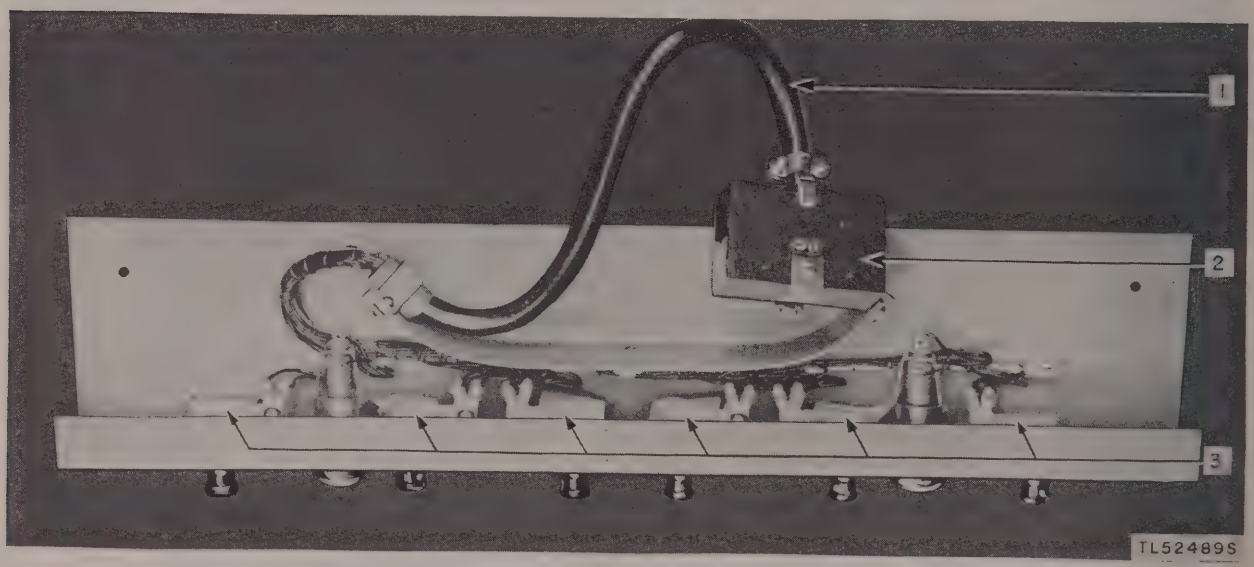

Figure 40. Teletypewriter Sets AN/TGC–1 and AN/TGC–1A, masking of signal indicator.
(12) Mask the rubber covering of the power cable attached to the signal indicator (fig. 40 (1)).
(13) Mask the contacts of the Jones plug attached to the signal indicator (fig. 40 (2)).
(14) Mask the contacts of the six switches on the signal indicator (fig. 40 (3)).